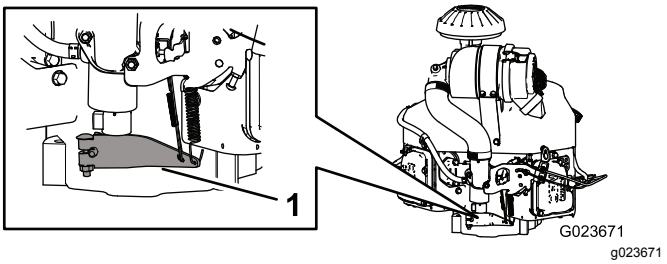

**Рисунок 66**
3. Нажмите подпружиненный конец рычага регулятора оборотов вниз (Рисунок 66).